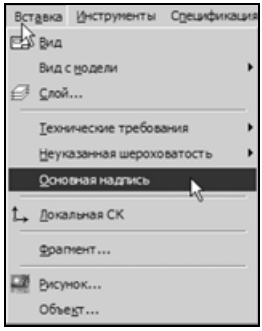

Рис. 3.70
- Перед началом работы со штампом его необходимо активизировать. Выполните двойной щелчок мышью в любой точке штампа или вызовите команду **Вставка | Основная надпись** (рис. 3.70).